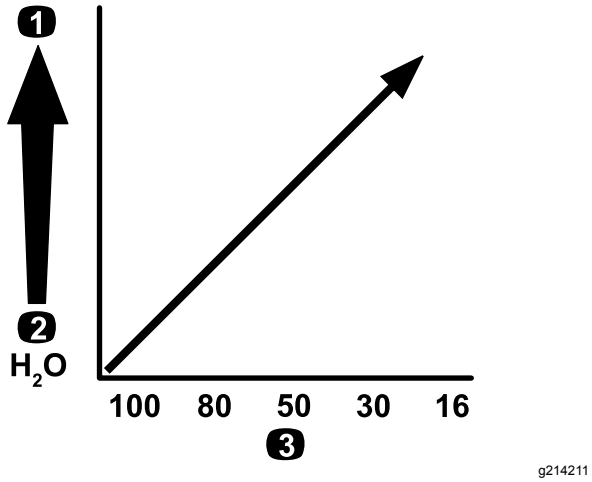

**Figuur 25**
***Belangrijk:*** **Als u chemicaliën met een hogere viscositeit (dikker) of oplossingen met bevochtigbare poeders gebruikt, dient u mogelijk een gaas met grotere openingen te gebruiken voor het optionele drukfilter; zie Figuur 25.**